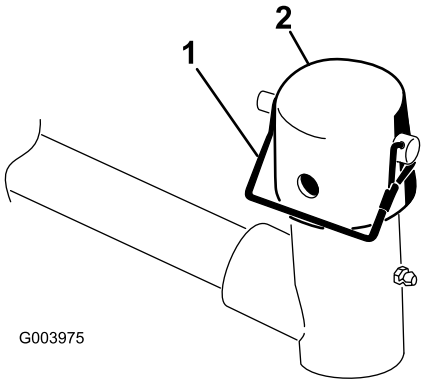

Figuur 9
7. Verwijder de borgpen en het kapje van het juk van het draaipunt van de hefarm (Figuur 9).
11. Bevestig het kapje en de as van het draagframe met de borgpen aan het juk van de hefarm (Figuur 9).